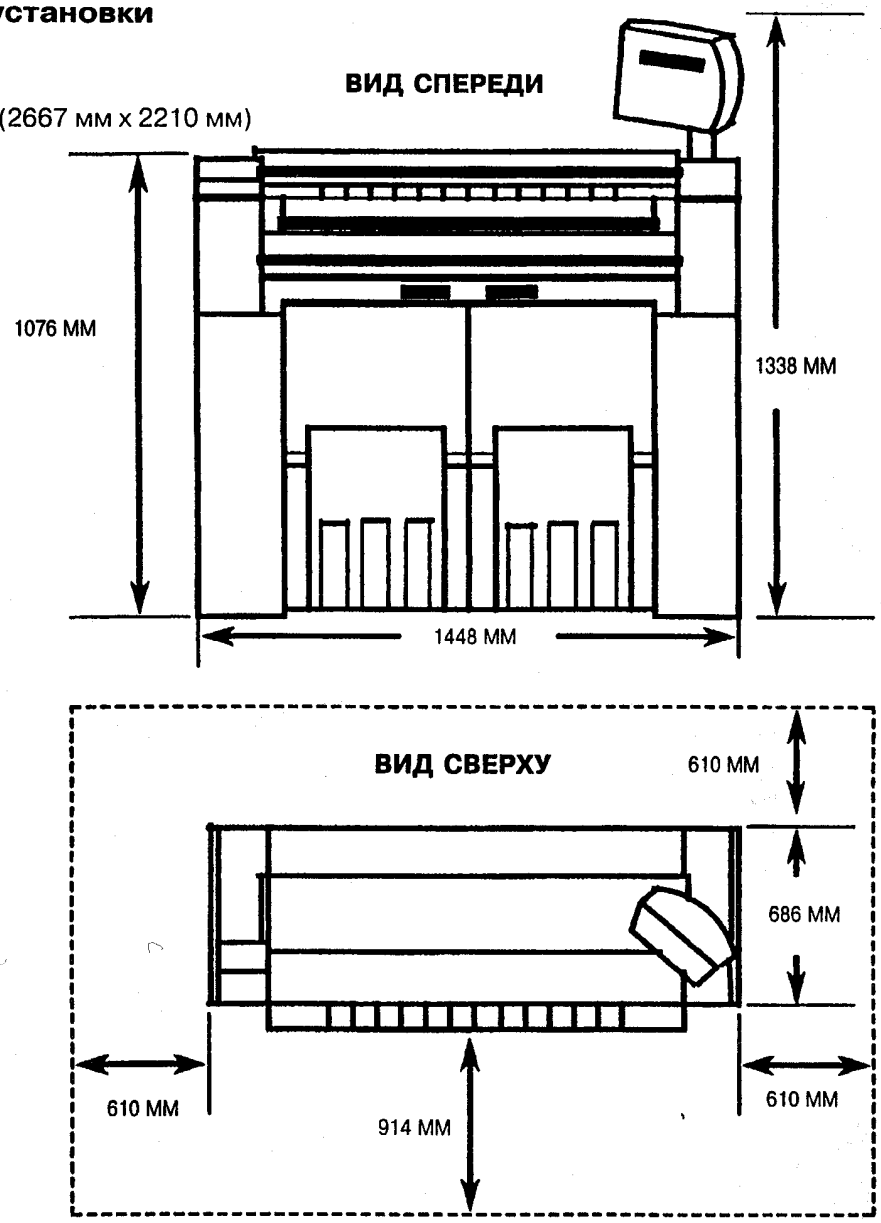

Рис. 2. Минимальная площадь, необходимая для установки машины
2. (Рис. 2): Минимально допустимая площадь, необходимая для установки машины.